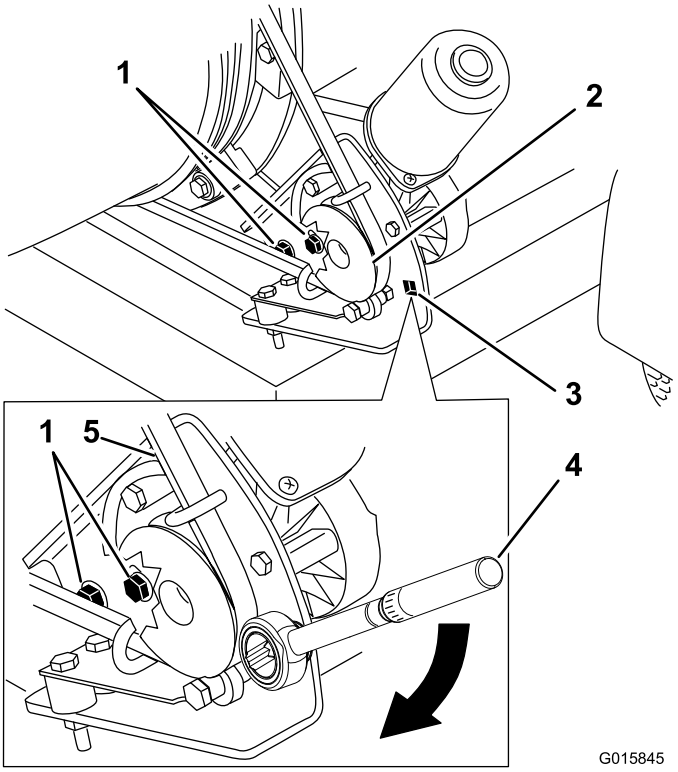

Figur 33
1. Løsne boltene som fester remskivens monteringsbrakett til blåserrammen (Figur 33).
2. Plasser en momentnøkkel i remskivens monteringsbrakett (Figur 33).
3. Drei remskivens monteringsbrakett bort fra dysen til momentnøkkelen viser 22,6 til 26,0 Nm (Figur 33).